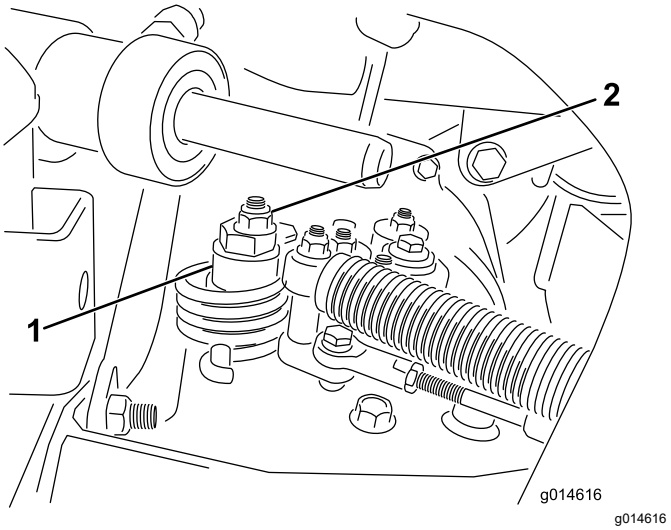

Figuur 35
A. Draai de moer los waarmee de excentriek is bevestigd aan de bovenkant van de hydrostaat (Figuur 35).
C. Draai aan de excentriek totdat de machine niet meer naar voren of naar achteren kruipt. Als het wielen niet meer draaien, zet u de moer vast waarmee de excentriek en de afstelling worden geborgd (Figuur 35). Controleer de instelling met de gashendel op LANGZAAM en op SNEL.